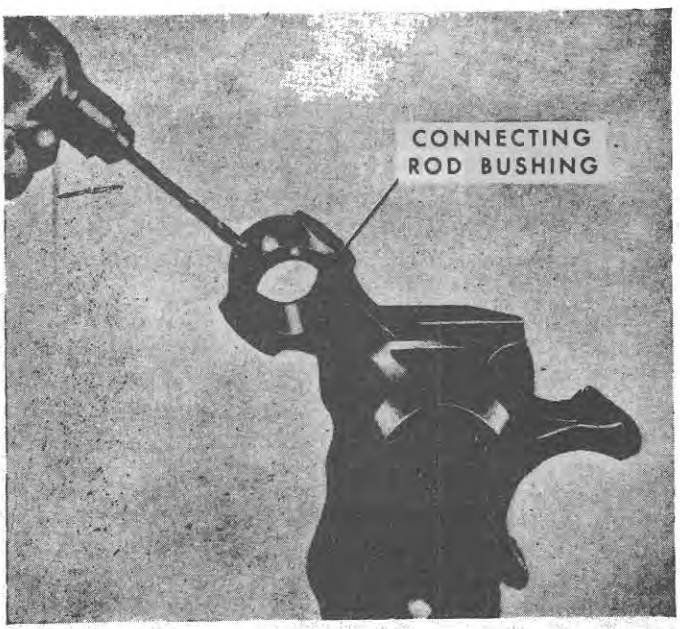

Figure 51
3. Using the hole in the top of the connecting rod as a guide, drill a $\frac{1}{4}$ in. (6·350 mm.) diameter hole in the bushing, Figure 51.